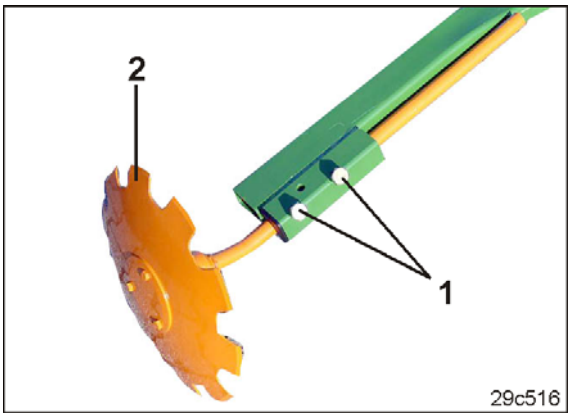

Fig. 127
7. Schrauben (Fig. 127/1) lösen.
9. Schrauben (Fig. 127/1) festziehen.
11. Spannschloss soweit verstellen, bis die Spuranreißerscheibe (Fig. 127/2) den Boden berührt.